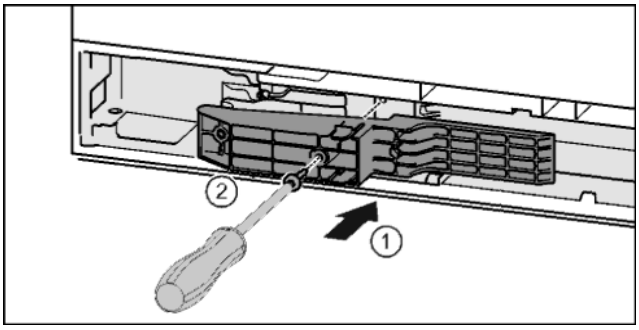

*Fig. 42**
▶ Вставить деталь адаптера в отверстие на стороне ручки. *Fig. 42 (1)**
▶ Затянуть винты отверткой T15. *Fig. 42 (2)**